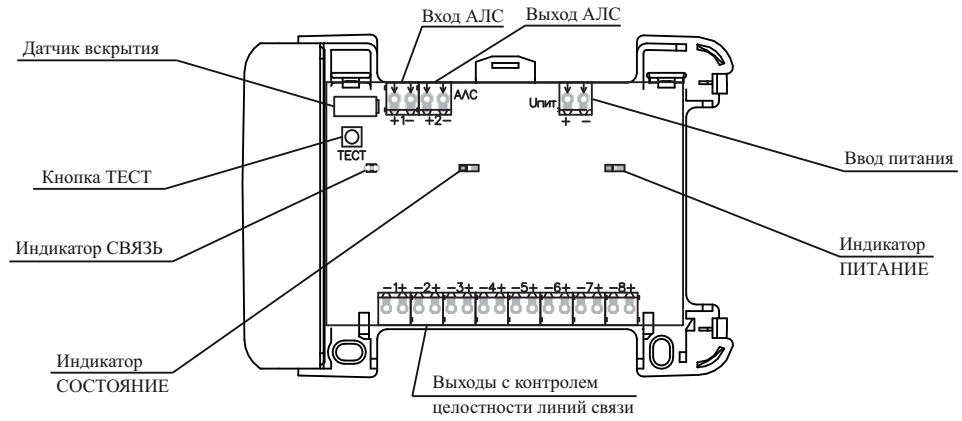

Рисунок 2
5.3 В основании имеются вырезы для подвода проводов к клеммным колодкам, расположенным на плате. Внутри корпуса на основании расположена плата с электронными компонентами (рисунок 2).